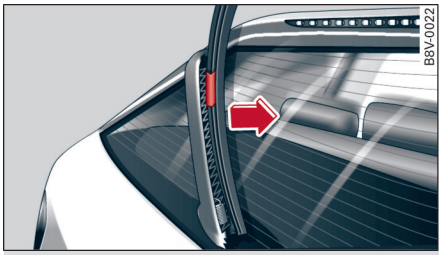

图 58 后窗雨刮：拆卸雨刮片
- 将雨刮片从中间下面部位 -箭头- ⇨ *图 58* 拔出固定架。此时要固定住车窗玻璃雨刮臂。